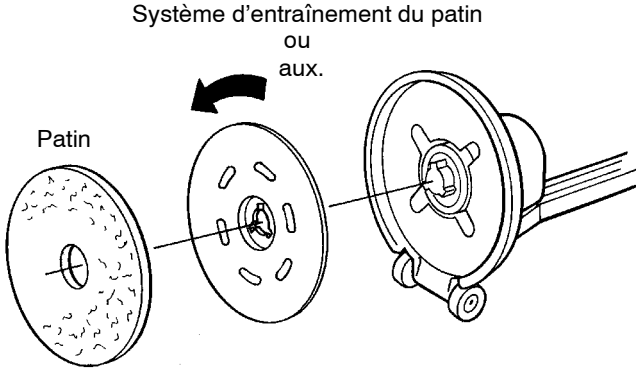

FIG. 1
3. Positionnez le système d'entraînement du patin/la brosse sur le moyeu d'entraînement et tournez- le/la dans le sens contraire des aiguilles d'une montre pour l'engager (Figure 1).